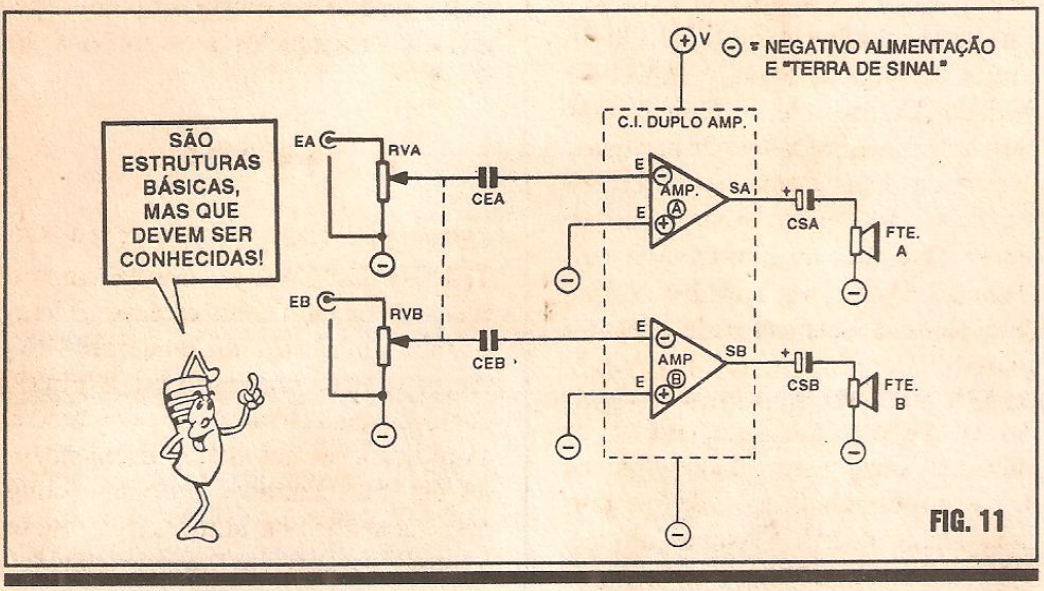

FIG. 11
- **FIG. 11** - UMA ESTRUTURA ESTÉREO TÍPICA... - ''Aproveitando o ensejo'' (falando sobre **estéreo**...) lembramos que muitos dos modernos IPAs são, na verdade, componentes DUPLOS, contendo nada menos do que **dois** blocos amplificadores completos independentes em suas Entradas e Saídas (salvo pelas conexões de alimentação, quase sempre ''comuns'' ou ''compartilhadas'' pelos dois blocos...). Observe, então, na fig. 11, que uma estrutura circuital estéreo, de muito fácil implementação, pode ser conseguida a partir de um mínimo de componentes externos, de ''apoio''...! Um arranjo essencial é formado, basicamente, de um determinador de nível do sinal de Entrada, na forma de um potenciômetro ou **trim-pot** (RVA ou RVB, na figura...), um capacitor de Entrada, que ''isola'', para CC, os pinos de Entrada de modo a poderem também receber realimentações ou polarizações adequadas, além do sinal propriamente (CEA ou CEB), quase sempre um componente de poliéster (ou eletrolítico de